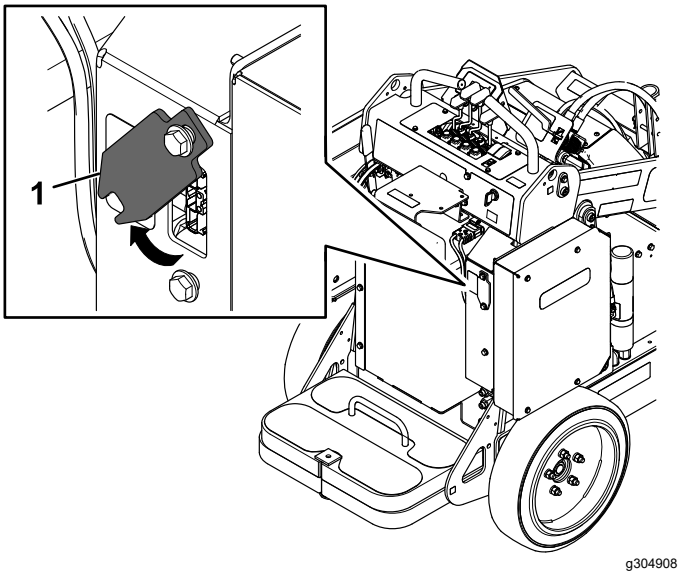

Figuur 23
6. Schuif het deksel van de lader omhoog en draai het uit de weg (Figuur 23).
10. Draai het deksel van de lader op zijn plaats en schuif het naar beneden over de onderste bout (Figuur 23).